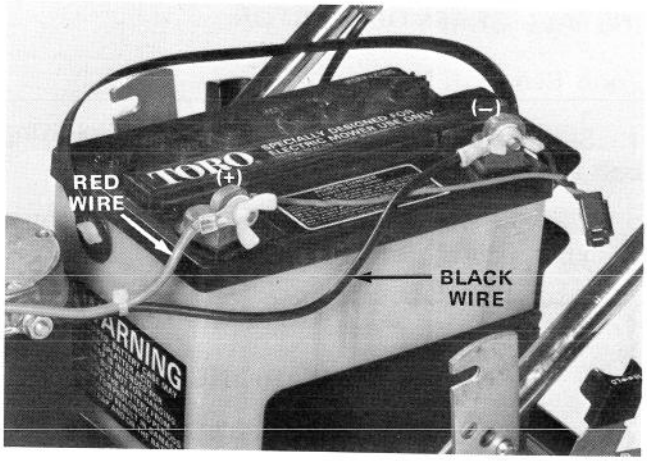

Figure 11
2. Slide connector at end of red wire onto positive terminal bolt and tighten wing nut securely (Fig. 11). Also slide connector at end of black wire onto negative terminal bolt and tighten wing nut securely (Fig. 11). Tighten wing nuts firmly, but be careful so nuts are not overtightened.